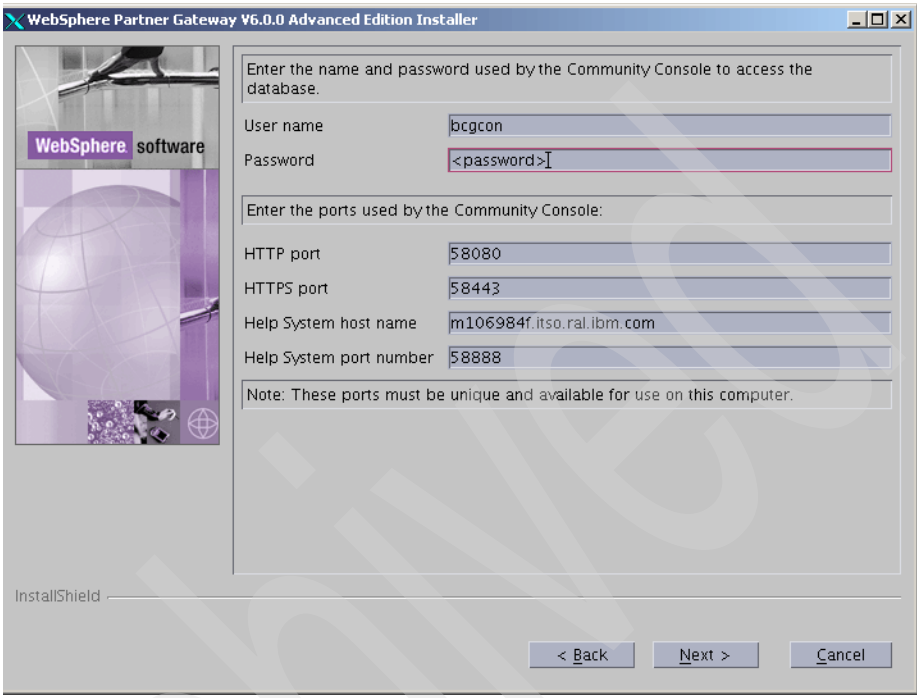

Figure 6-16 Providing information for the Community Console component
14. The next three windows prompt you for configuration parameters for each of the three components (bcgcon, bcgrecv, bcgdoc) In Figure 6-16 on page 132,you see these parameters for the Community Console component. A similar window will be next for the Receiver and then again for Document Manager components. The parameters that are requested are:
> **Note:** The Community Console component shown in Figure 6-16 on page 132, has two additional parameters that Receiver and Document Manager components do not. These are Help System host name and Help System port number. These are parameters for the help system that runs on WebSphere Partner Gateway.